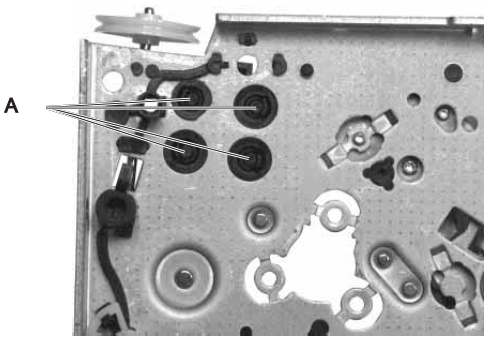

Fig. 16
– Von unten die vier Sicherungsbolzen (A, Fig. 16) herausdrücken und Motorhalter abnehmen.
– Push out the four securing bolts (A, Fig. 16) from the bottom and remove the motor holder.